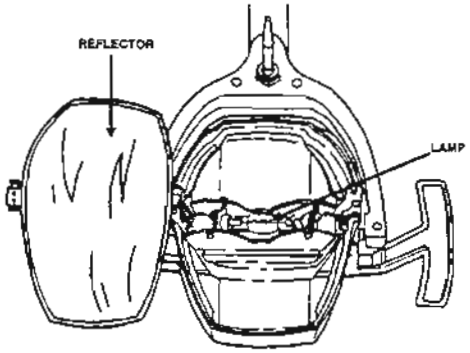

Figure 1-2. Lamp and reflector.
d. Lamp (fig 1-2). The lamp is a miniature quartz-halogen lamp which uses a self-cleaning process that maintains constant light intensity throughout its life. The lamp is easily replaceable without tools.
e. Reflector (fig 1-2). The dichroic coated reflector directs the desired visible light and allows unwanted light and heat to pass through the reflector. The reflector collects light from a wide angle and produces a high intensity and glare-free light pattern.